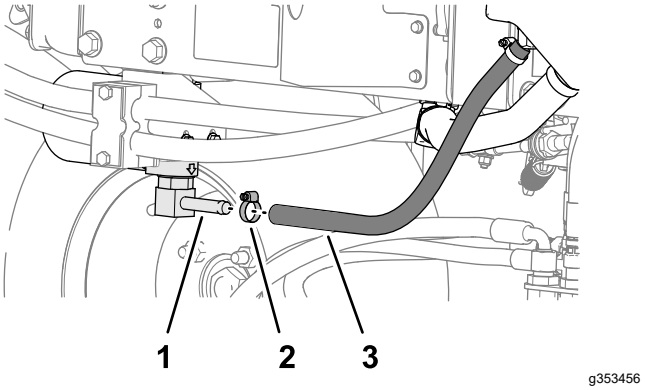
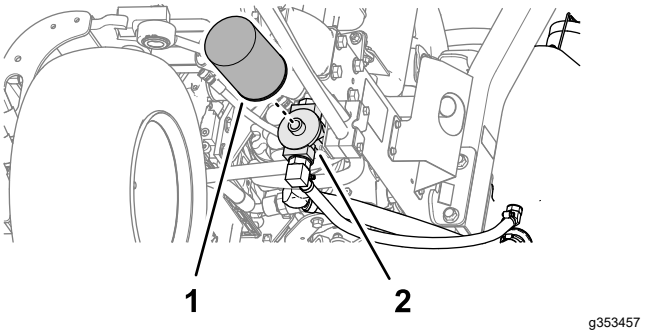

Figur 85
Figur 86
2. Koppla bort hydraulslangen (Figur 85) eller avlägsna hydraulfiltret (Figur 86) och låt hydraulvätskan rinna ned i ett avtappningskärl.